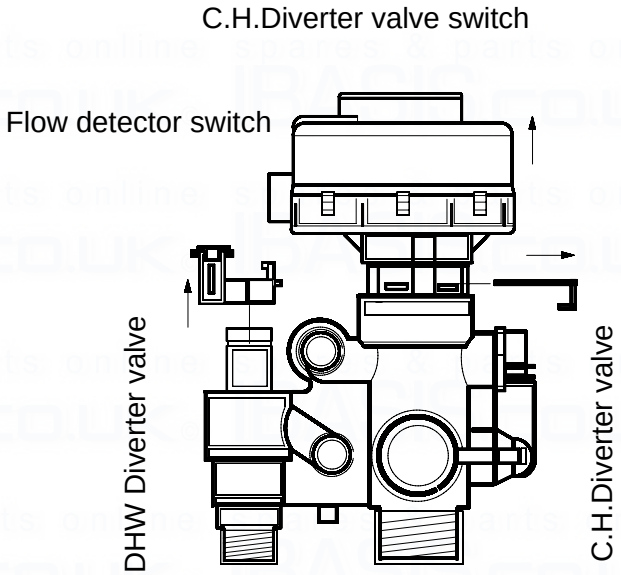

Fig.48
8.17.4 Unscrew the C.H.diverter valve as in fig.48.
8.17.1.3 Remove the flow detector as fig.48.